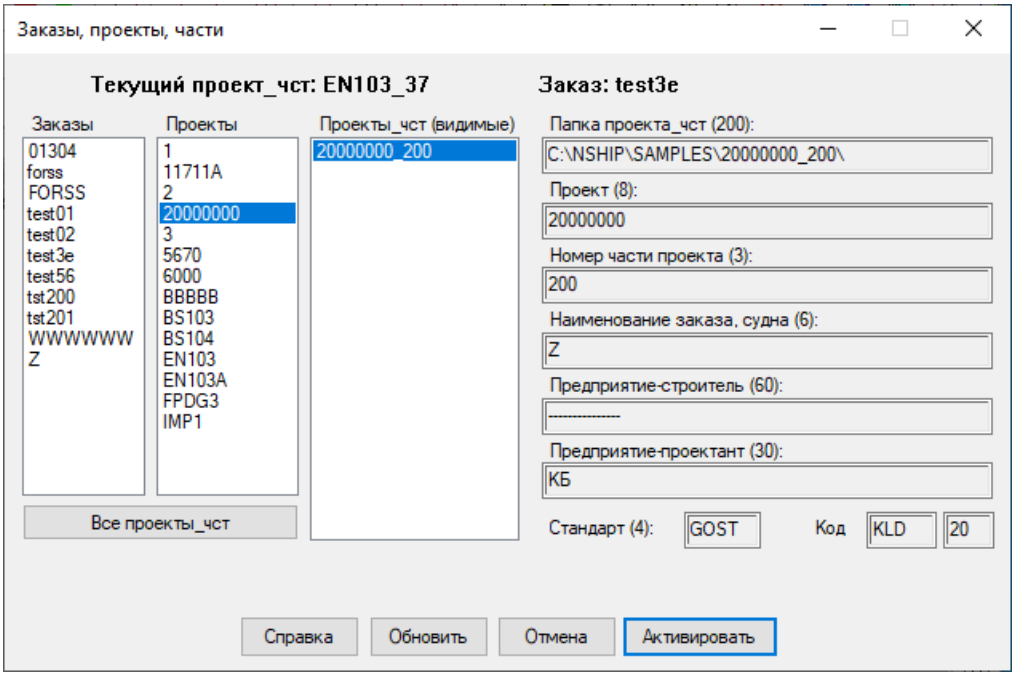

Рис. 13. Параметры выбранного проекта_чст
Далее выбор в списке **Проект_чст (видимые)** любого элемента (он не должен быть текущим, отраженным в верхней части окна) автоматически заполнит в правой части окна параметры выбранного проекта_чст: **Папка проекта_чст (200)**, **Проект (8)**, **Номер части проекта (3)**, **Наименование заказа, судна (6)**, **Предприятие-строитель (60)**, **Предприятие-проектант (30)**, **Стандарт (4)**, **Код** форм документации и внутренний номер завода (рис. 13). Если номер заказчика пришел из стороннего заказа и отсутствует в таблице plants.dbf, то поле предприятия-строителя будет заполнено минусами.